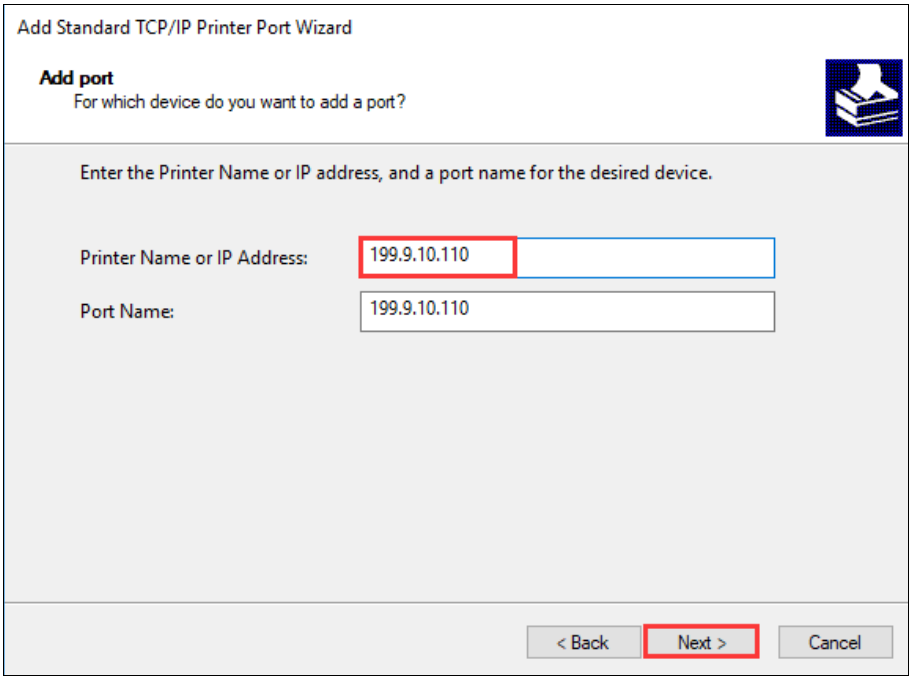

Figure 2-39 Add Port Screen
7. On the "Add Port" screen, enter the IP Address of the printer (Note: the IP address here must be consistent with the IP address of the printer that has been set, and the port name will be generated automatically), and then click "Next", as shown in Figure 2-39.